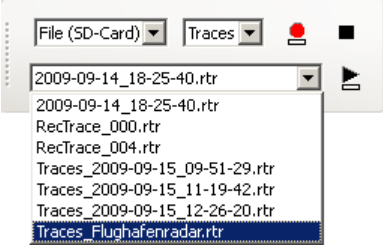

*Figure 3-61: Replay file selection*
The selection in Figure 3-61 defines which file is replayed. This selection consists of all the *.rtr files in the recording directory on the local PC. All the recordings made on the target “File (PC)” are saved in this folder. If a recording was made on the SD-Card of the device, the file can be downloaded and then saved in this folder.
**Replaying recordings offline:** Once the control software is connected to the simulation, recordings can be replayed like in online mode (see Figure 3-61). The recordings need to be placed in the Recording folder in the RamonData folder.